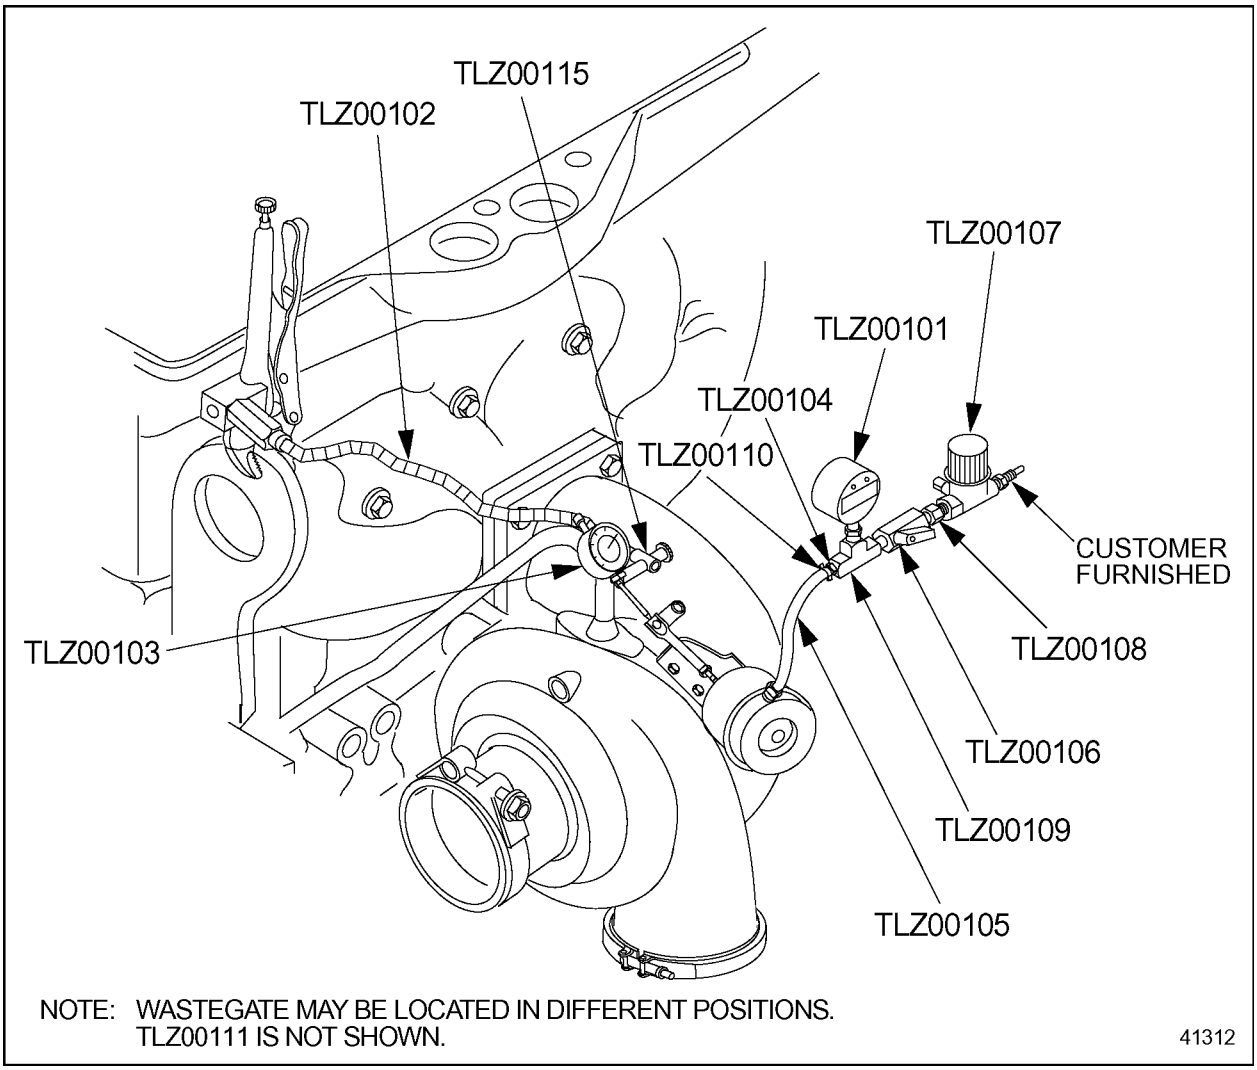

Figure 6-27 Checking Wastegate Calibration
3. Connect regulator and pressure gage setup to wastegate actuator. See Figure 6-27.
1. Remove actuator hose from top side of actuator can. See Figure 6-27. With the pressure gage setup, apply enough pressure to the actuator can until the rod begins to move. Refer to section 6.6.5.1.